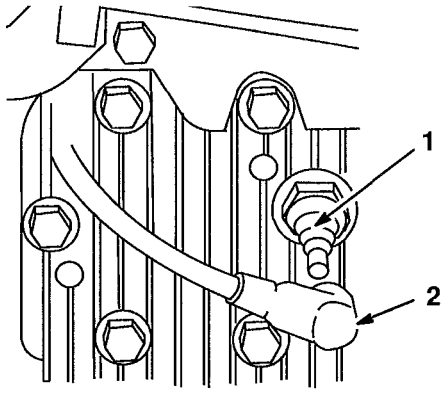

Figure 26
1. Stop engine and pull wire off spark plug (Fig. 26).